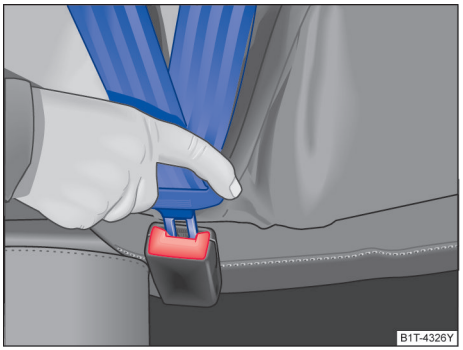

图 29 安全带锁扣和插口
- 将锁舌插入所属座椅的安全插锁内，下压，直至听到啮合声→ 图 29。安全带锁舌被锁扣锁止。